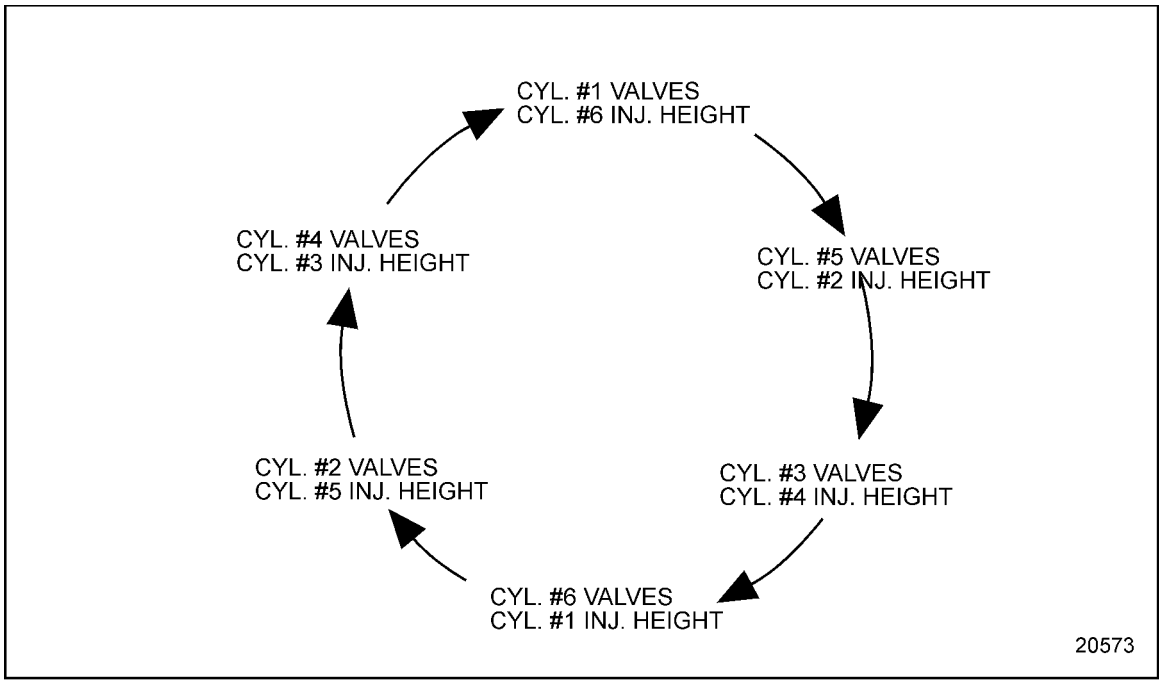

Figure 16-5 Timing Circle Chart
5. Using timing chart, see Figure 16-5, determine if the intake valve clearances are acceptable (listed in Table 16-1), by inserting a feeler gage between the tip of the intake valve stem and the button; see Figure 16-6.
6. Using timing chart, see Figure 16-5, determine if the exhaust valve clearances are acceptable, (listed in Table 16-1) by inserting a feeler gage between the tip of the exhaust valve stem and the button; see Figure 16-7.